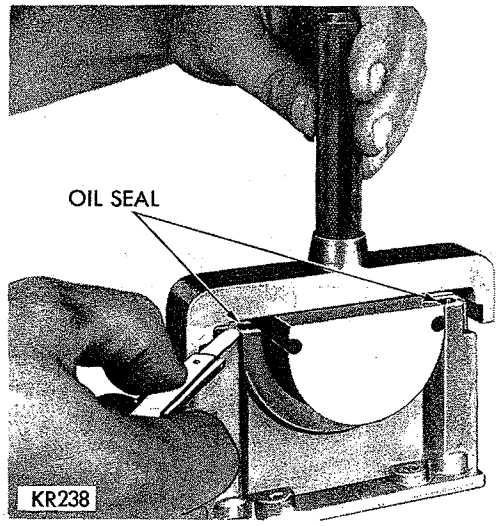

*Fig. 53—Trimming Rear Main Bearing Lower Oil Seal*
(3) Trim off that portion of the seal that protrudes above the cap (Fig. 53).